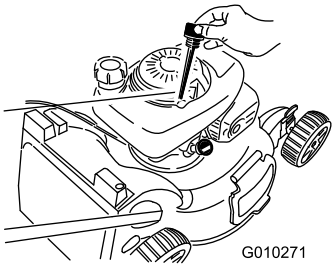

Figur 38
2. Ta bort oljestickan (Figur 38).